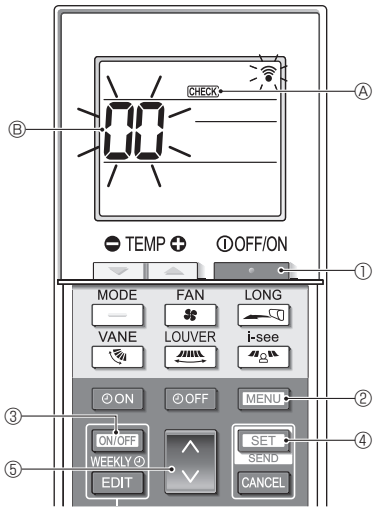

Fig. 7-6
■ **Self-check (Fig. 7-6)**
1. Press the [ ] button ① to stop the air conditioner.
- If the weekly timer is enabled (WEEKLY is on), press the [ON/OFF WEEKLY] button ③ to disable it (WEEKLY is off).
2. Press the [MENU] button ② for 5 seconds.
3. Press the [◇] button ⑤ to select the refrigerant address (M-NET address) Ⓑ of the indoor unit for which you want to perform the self-check.
4. Press the [SET] button ④.
5. Press the [ ] button ①.